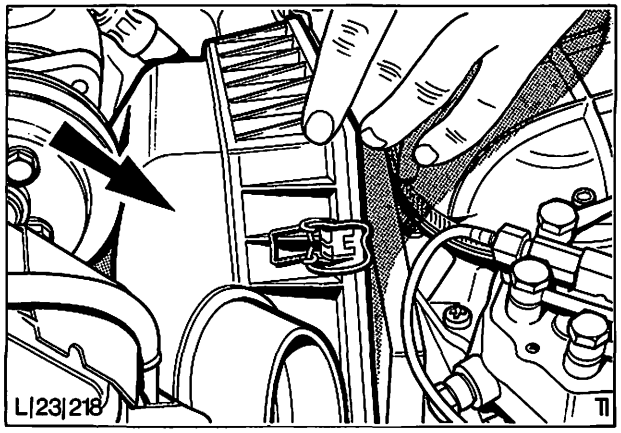

Abb. 65 Ansauggeräuschdämpfer abbauen
4. Ansauggeräuschdämpfer anheben, Luftansaugschlauch abziehen und Ansauggeräuschdämpfer mit Filter komplett ausbauen, Abb. 65.